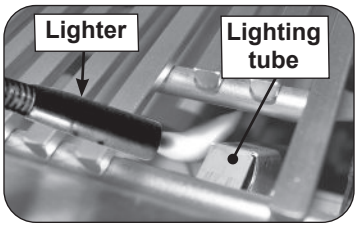

Fig. 31-2 Manual lighting via lighting tube
2. Insert either a burning long-barrel butane lighter or a burning long-stem match through the cooking grid opening to the top of the lighting tube (see Fig. 31-2). For back burners, power burners, or infrared burners, hold the flame against the surface of the back burner/ power burner/infrared burner.